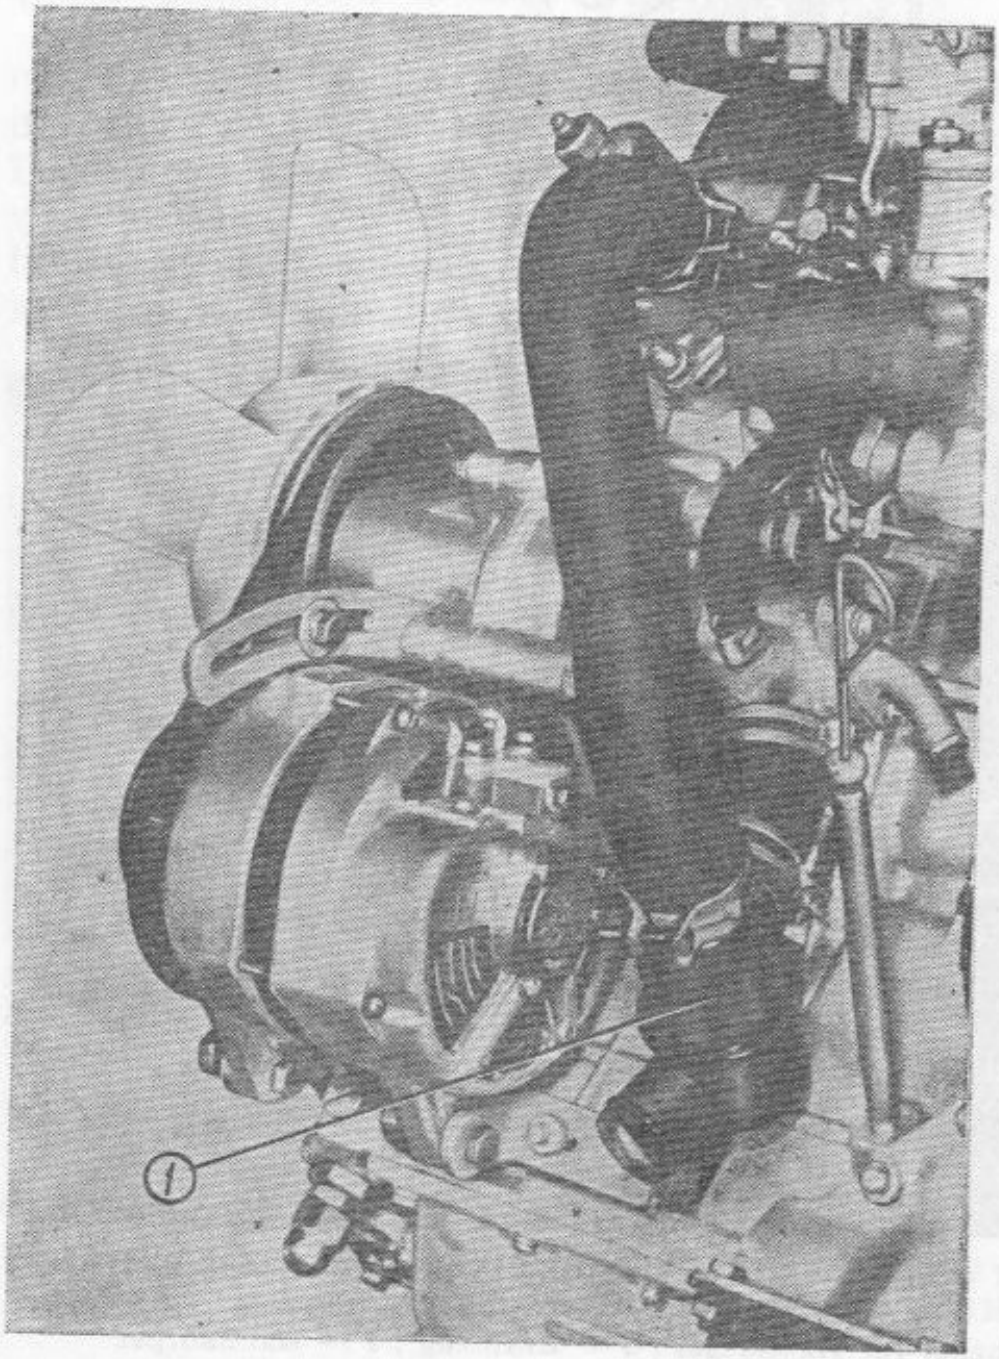

Bild 48. Anordnung der Ablaßschraube am unteren Wasserkasten des Kühlers:
1. Ablaßschrauben einschrauben und Kühlsystem mit reinem Wasser füllen. Motor anlassen und laufen lassen, bis die Kühlwassertemperatur 85—90°C erreicht, bei der das Ventil des Thermostats *1* (Bild 48) sich öffnet, und Motor noch 2—3 *min* arbeiten lassen.